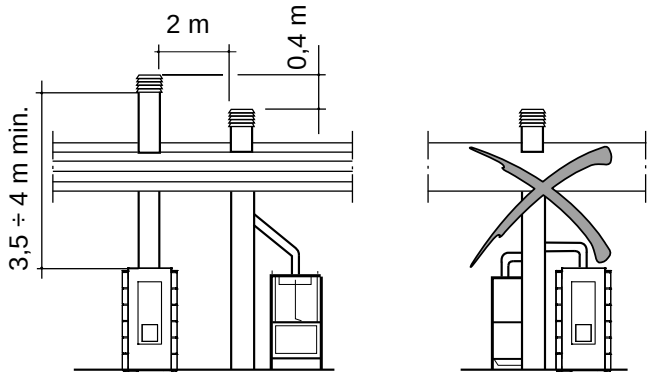

Fig. 6.1.5
- Per evitare inconvenienti nel tiraggio, ogni caminetto dovrà avere una propria canna fumaria indipendente. Nel caso di presenza di più canne fumarie sul tetto è opportuno che le altre si trovino ad almeno 2 metri di distanza e che il comignolo della stufa **SOVRASTI** gli altri di almeno 40 cm. Se i comignoli risultano accostati prevedere dei setti divisori e/o sopraelevarne uno di almeno 40 cm rispetto all'altro (fig. 6.1.5).
and/or raise one at least 40 cm from the other (fig. 6.1.5).
- Um Schwierigkeiten beim Rauchabzug vorzubeugen, muss jeder Heizofen über einen eigenen unabhängigen Rauchfang verfügen. Bei mehreren Rauchfängen auf dem Dach müssen sich die anderen mindestens in 2 m Entfernung befinden und muss der Schornstein des Heizofens die anderen um mindestens 40 cm **ÜBERRAGEN**. Bei nahe zueinander angeordneten Schornsteinen sind Trennwände vorzusehen und/oder muss einer um mindestens 40 cm gegenüber den anderen erhöht werden (Abb. 6.1.5).